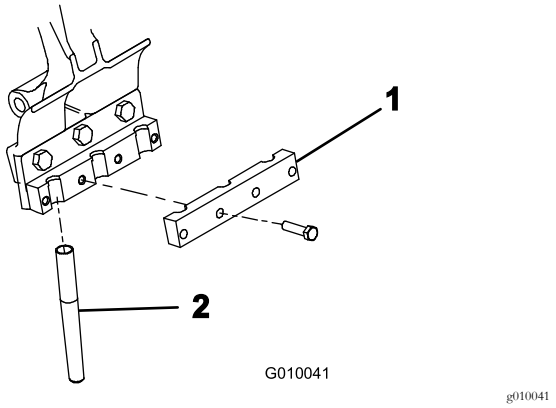

Figuur 24
5. Monteer een tandenklem losjes op elke tandenhouder met 4 tapbouten van ⅜" x 1½" (Figuur 24). Draai de bouten niet aan.